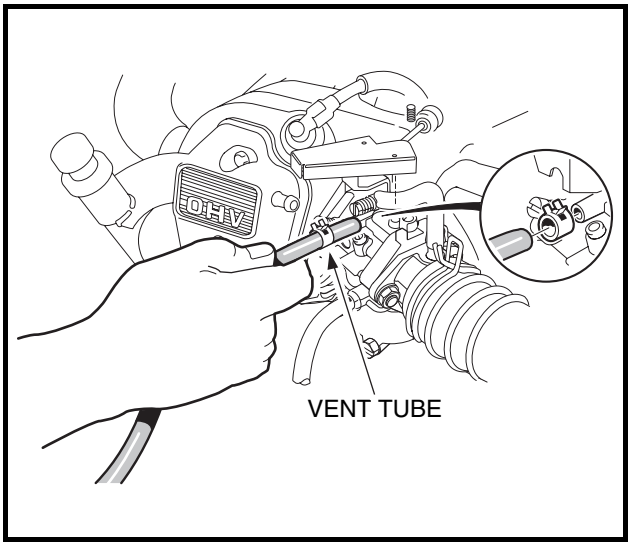

Figure 16-9 Fuel Vent Tube
4.1. Disconnect the carburetor vent tube from the carburetor **(Figure 16-9, Page 16-8)**.